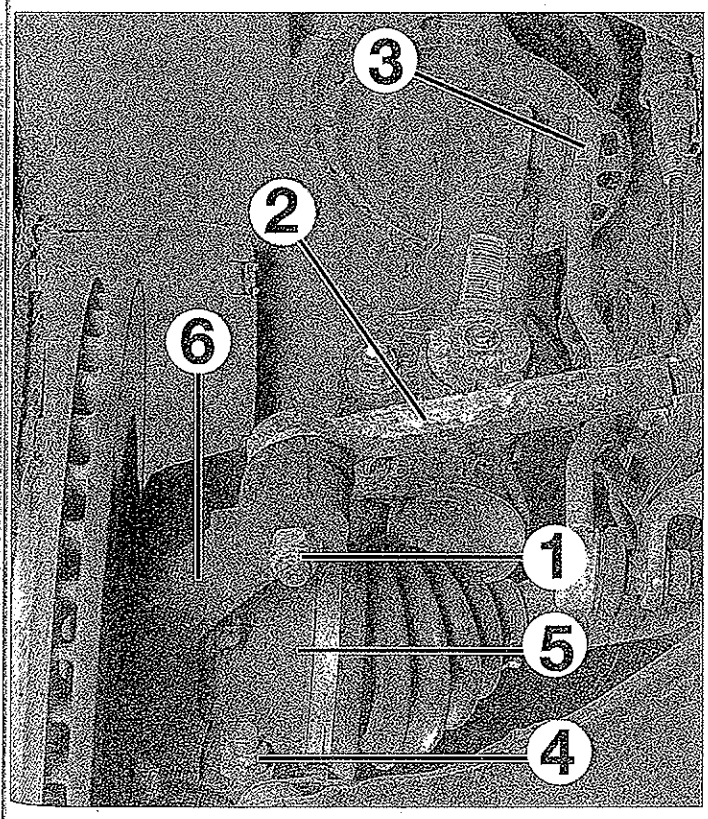

FIG. 1
- Aflojar la tuerca (1) de la rótula de dirección de la mangueta **(fig. 1).**
- la rótula de dirección (2) de la mangueta con un extractor.
- la rótula (3) de la bieleta de barra estabilizadora del elemento de suspensión.
- el tornillo de fijación de la rótula (4) del triángulo de suspensión de la mangueta.
- Separar la transmisión (5) de la mangueta (6).
- Aflojar la tuerca de la rótula (1) de dirección de la mangueta **(fig. 1).**
- la rótula (3) de bieleta de barra estabilizadora del elemento de suspensión.
- el tornillo (4) de fijación de la rótula del triángulo de suspensión en la mangueta **(fig. 1).**